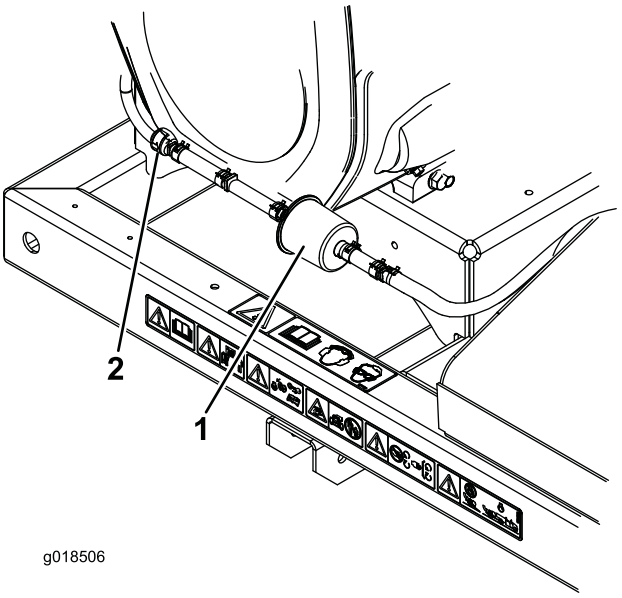

**Figuur 21**
2. De verende slangklemmen aan beide zijden van het purgeerlijnfilter van de koolstofhouder wegnemen van het filter (Figuur 21).
3. Verwijder het koolstoffilter en gooi het weg (Figuur 21).
4. Monteer een nieuw filter op de slang. De pijl op het filter moet naar de aflsuitklep wijzen. Bevestig met de slangklemmen (Figuur 21).